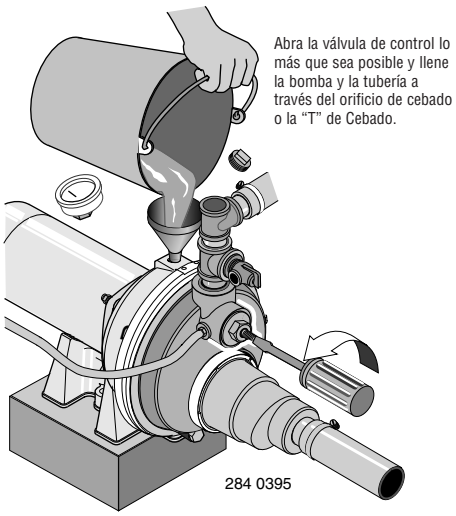

Figura 18: Abra la Válvula de Control
1. Abra la válvula de control lo más que sea posible (vea la Figura 18). Después retire el tapón de cebado de la bomba y llénela, llenando toda la tubería entre la bomba y el pozo; asegúrese de que toda la tubería en el pozo esté llena. Si también instaló una "T" de cebado en la tubería de succión, retire el tapón de la "T" y llene la tubería de succión.